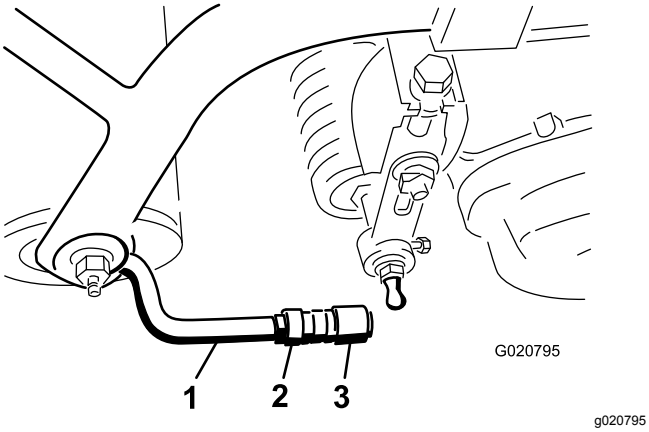

Figur 9
5. Juster mufferne i kugleleddene, så muffens åbne side centreres hen imod kugletapskruen, og tilspænd kontramøtrikkerne for at fastgøre muffen (Figur 9).